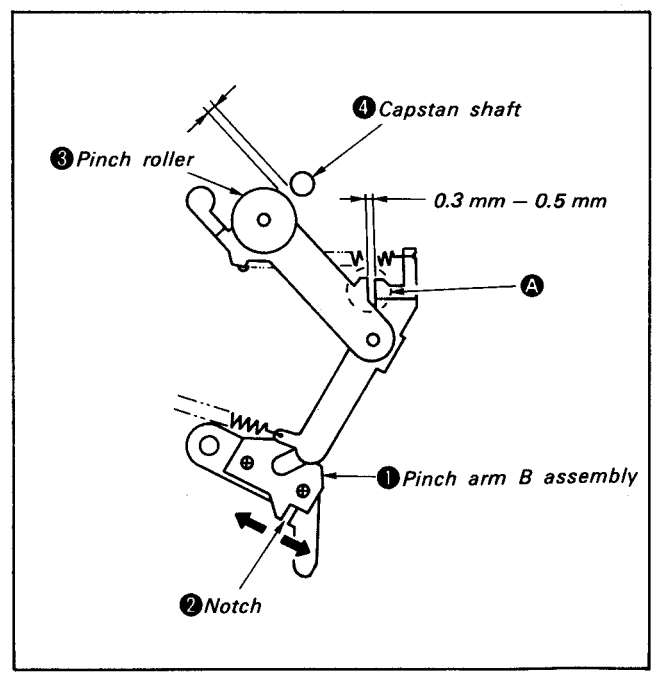

Fig. 2-44
3) By referring to 2-3-2, remove pendulum stopper plate. (See Fig. 2-44)